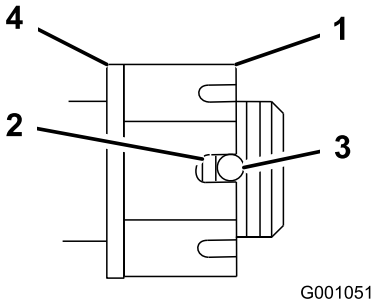

Figuur 44
4. Draai de gleufmoer aan met een torsie van 170 Nm (Figuur 44).
5. Controleer de afstand van de onderkant van de gleuf in de moer tot de binnenrand van de opening. Er mogen maximaal twee schroefdraden zichtbaar zijn (Figuur 44).
7. Draai de gleufmoer aan met een torsie van 170 Nm (Figuur 44).
8. Draai de moer aan totdat de volgende serie gleuven recht tegenover de opening in de as staan (Figuur 44).